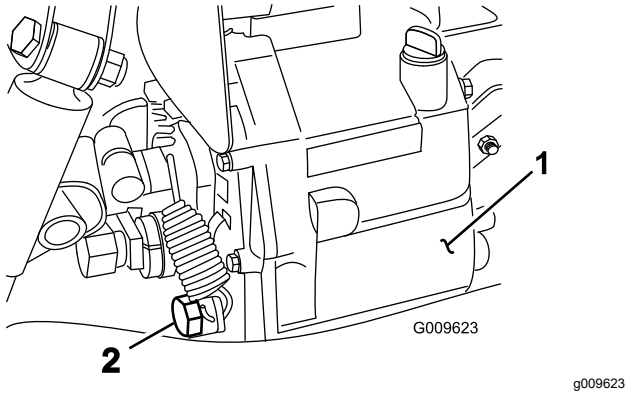

Bild 67
4. Nehmen Sie die Ablassschraube an der Seite des Behälters ab und lassen Sie das Hydrauliköl in die Auffangwanne ablaufen (Bild 67).